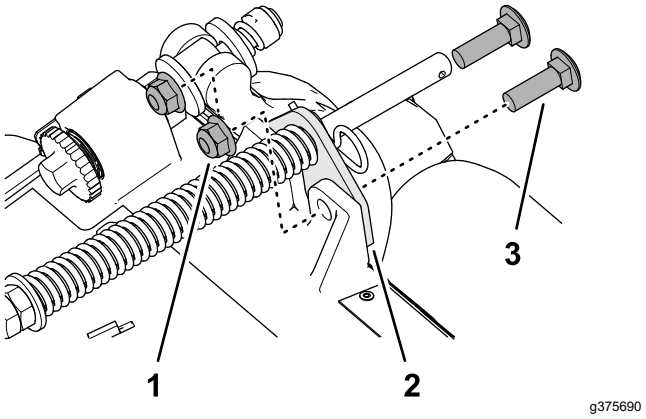

**Figuur 11**
2. Verwijder de 2 flensborgmoeren (⅜") en 2 slotbouten (⅜" x 1¼") waarmee de gazoncompensatiebeugel bevestigd is aan het frame van de maai-eenheid (Figuur 11).